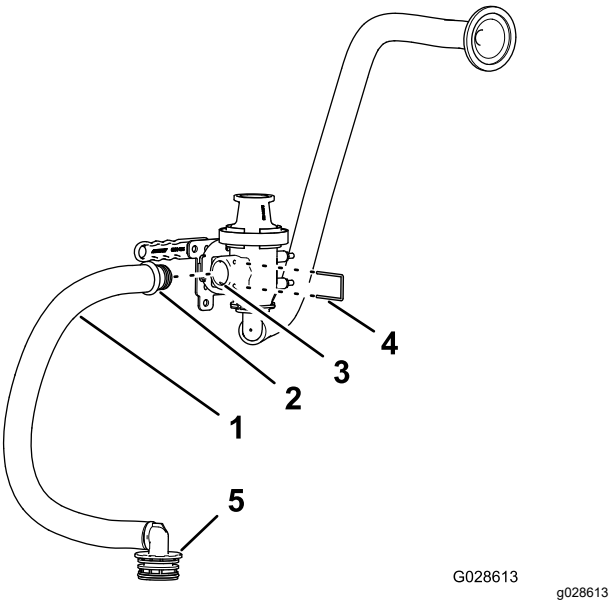

Rysunek 19
5. Zamontuj prostą złączkę węża obejścia pompy strumieniowej na bocznym króćcu zaworu pompy (Rysunek 19).
6. Zamocuj króciec prosty na zaworze za pomocą elementu ustalającego (Rysunek 19).